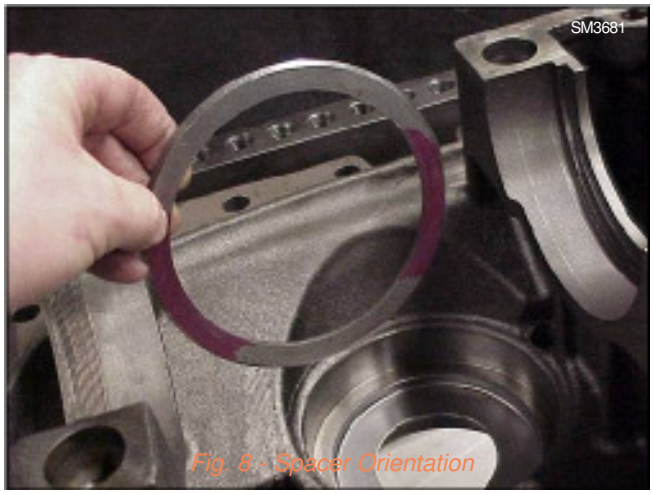

Fig. 8 - Spacer Orientation
6. Insert the selected adjusting washer (48) with its chamfered side (colour marked) down against the housing (35). Ensure that it is flat in the bore. Refer to Figure 8.